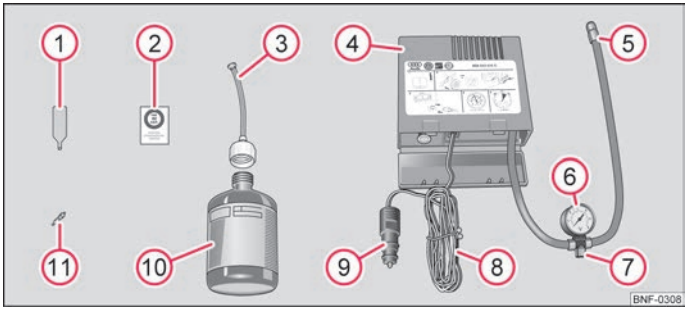

Fig. 109 Components of the breakdown kit
– Stick the sticker ② ⇒ Fig. 109 on the dash panel in view of the driver.
– Use the valve remover ① to remove the valve core and place it down on a clean surface. ■
– Forcefully shake the tyre inflator bottle ⑩ ⇒ Fig. 109 several times.
– Firmly screw inflation hose ③ onto the tyre inflator bottle in a clockwise direction ⑩. The film on the cap is pierced automatically.
– Remove the plug from the inflation hose ③ and plug the open end fully into the tyre valve.
– Hold the bottle ⑩ with the floor facing upwards and fill the whole sealing agent in the tyre inflator bottle into the tyres.
– Screw the valve core back into the tyre valve using the valve remover ①.
– Screw the tyre inflation hose ⑤ ⇒ Fig. 109 of the air compressor firmly onto the tyre valve.
– Check whether the air release valve ⑦ is closed.
- Insert the plug (9) into the 12 Volt socket.
- Switch on the air compressor with the ON and OFF switch (8).
- If you cannot reach an air pressure of 2.0 – 2.5 bar, unscrew the tyre inflation hose (5) from the tyre valve.
- Screw the tyre inflation hose of the air compressor (5) firmly back onto the tyre valve and repeat the inflation procedure.